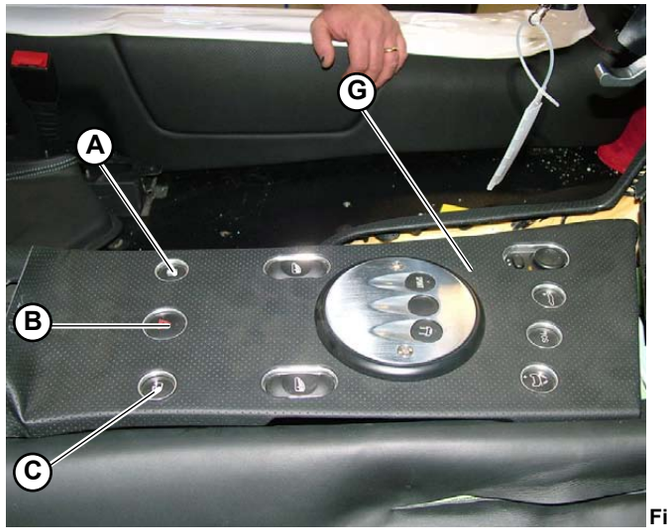

Fig.14
- **Open/close petrol flap (A-Fig. 14)**
- **Hazard lights (B-Fig. 14)**
- **Open/close mirror (C-Fig. 14)**